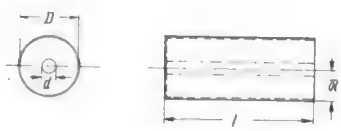

Bild 8. Konzentrische Rohrleitung als Schwingungskreis
Man unterscheidet hauptsächlich zwischen zwei Leitungsformen, nämlich der in Bild 7 gezeigten Doppelleitung und der konzentrischen Rohrleitung nach Bild 8. Nachdem der Wellenwiderstand vom Verhältnis L/C abhängt, braucht man in die Gleichung (6) für den Wellenwiderstand nur die Werte von L und C der jeweiligen Leitungsform einzusetzen und bekommt auf diese Weise Formeln für den Wellenwiderstand, in denen die Abmessungen der Leitung selbst unmittelbar enthalten sind. So lautet z. B. die Formel für den Wellenwiderstand der Leitung nach Bild 7
Darin bedeuten D = Abstand der beiden Leitungen, d = Leitungsdurchmesser. Für die Rohrleitung nach Bild 8 erhält man die Beziehung